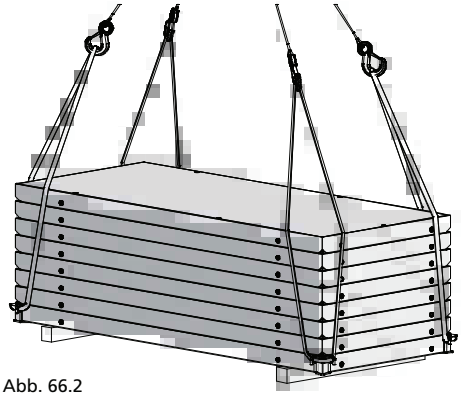

Abb. 66.2
1. Der Elementstapel muss auf Kanthölzern von 10 cm liegen (Abb. 66.2).